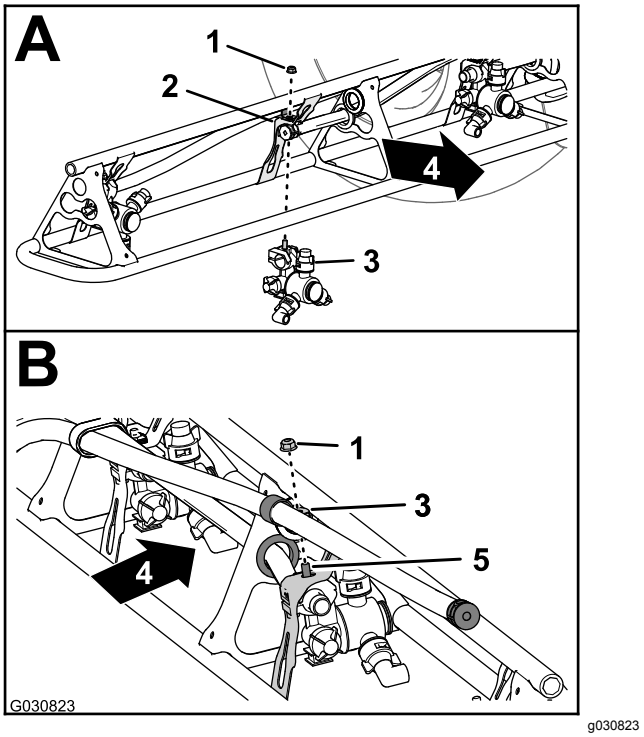

Figur 130
- Ved dysepositionerne 1 og 4 monteres sprøjtedysen på dysebeslaget (A af Figur 130) med flangelåsemøtrikken (5/16 tomme), som du afmonterede i trin 2 i Afmontering af sprøjtedyserne fra de ydre sprøjtesektioner (side 51).
- Ved dysepositionerne 2 og 3 monteres sprøjtedysen på dysebeslaget (A og B af Figur 130) med flangelåsemøtrikken (5/16 tomme), som du afmonterede i trin 2 i Afmontering af sprøjtedyserne fra de ydre sprøjtesektioner (side 51).